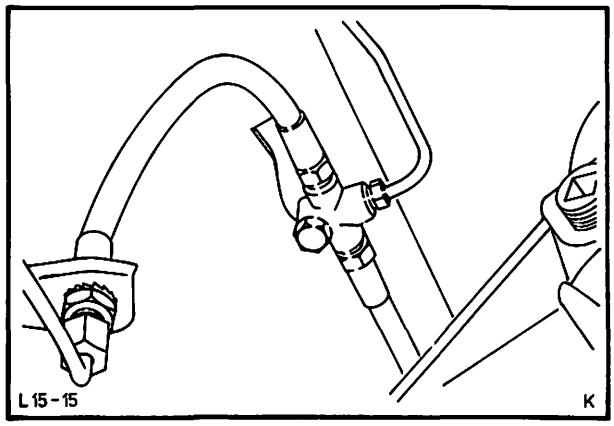

Abb. 32 Verteilerstück an Bodenblech schrauben und Bremsrohrleitung anschließen
15. Verteilerstück an Bodenblech schrauben und Bremsrohrleitung anschließen, Abb. 32. Handbremsseil an Handbremshebel montieren, Splintbolzen sichern. Bremsseilhülle in die Halter am Bodenblech drücken. Handbremsseil einstellen.